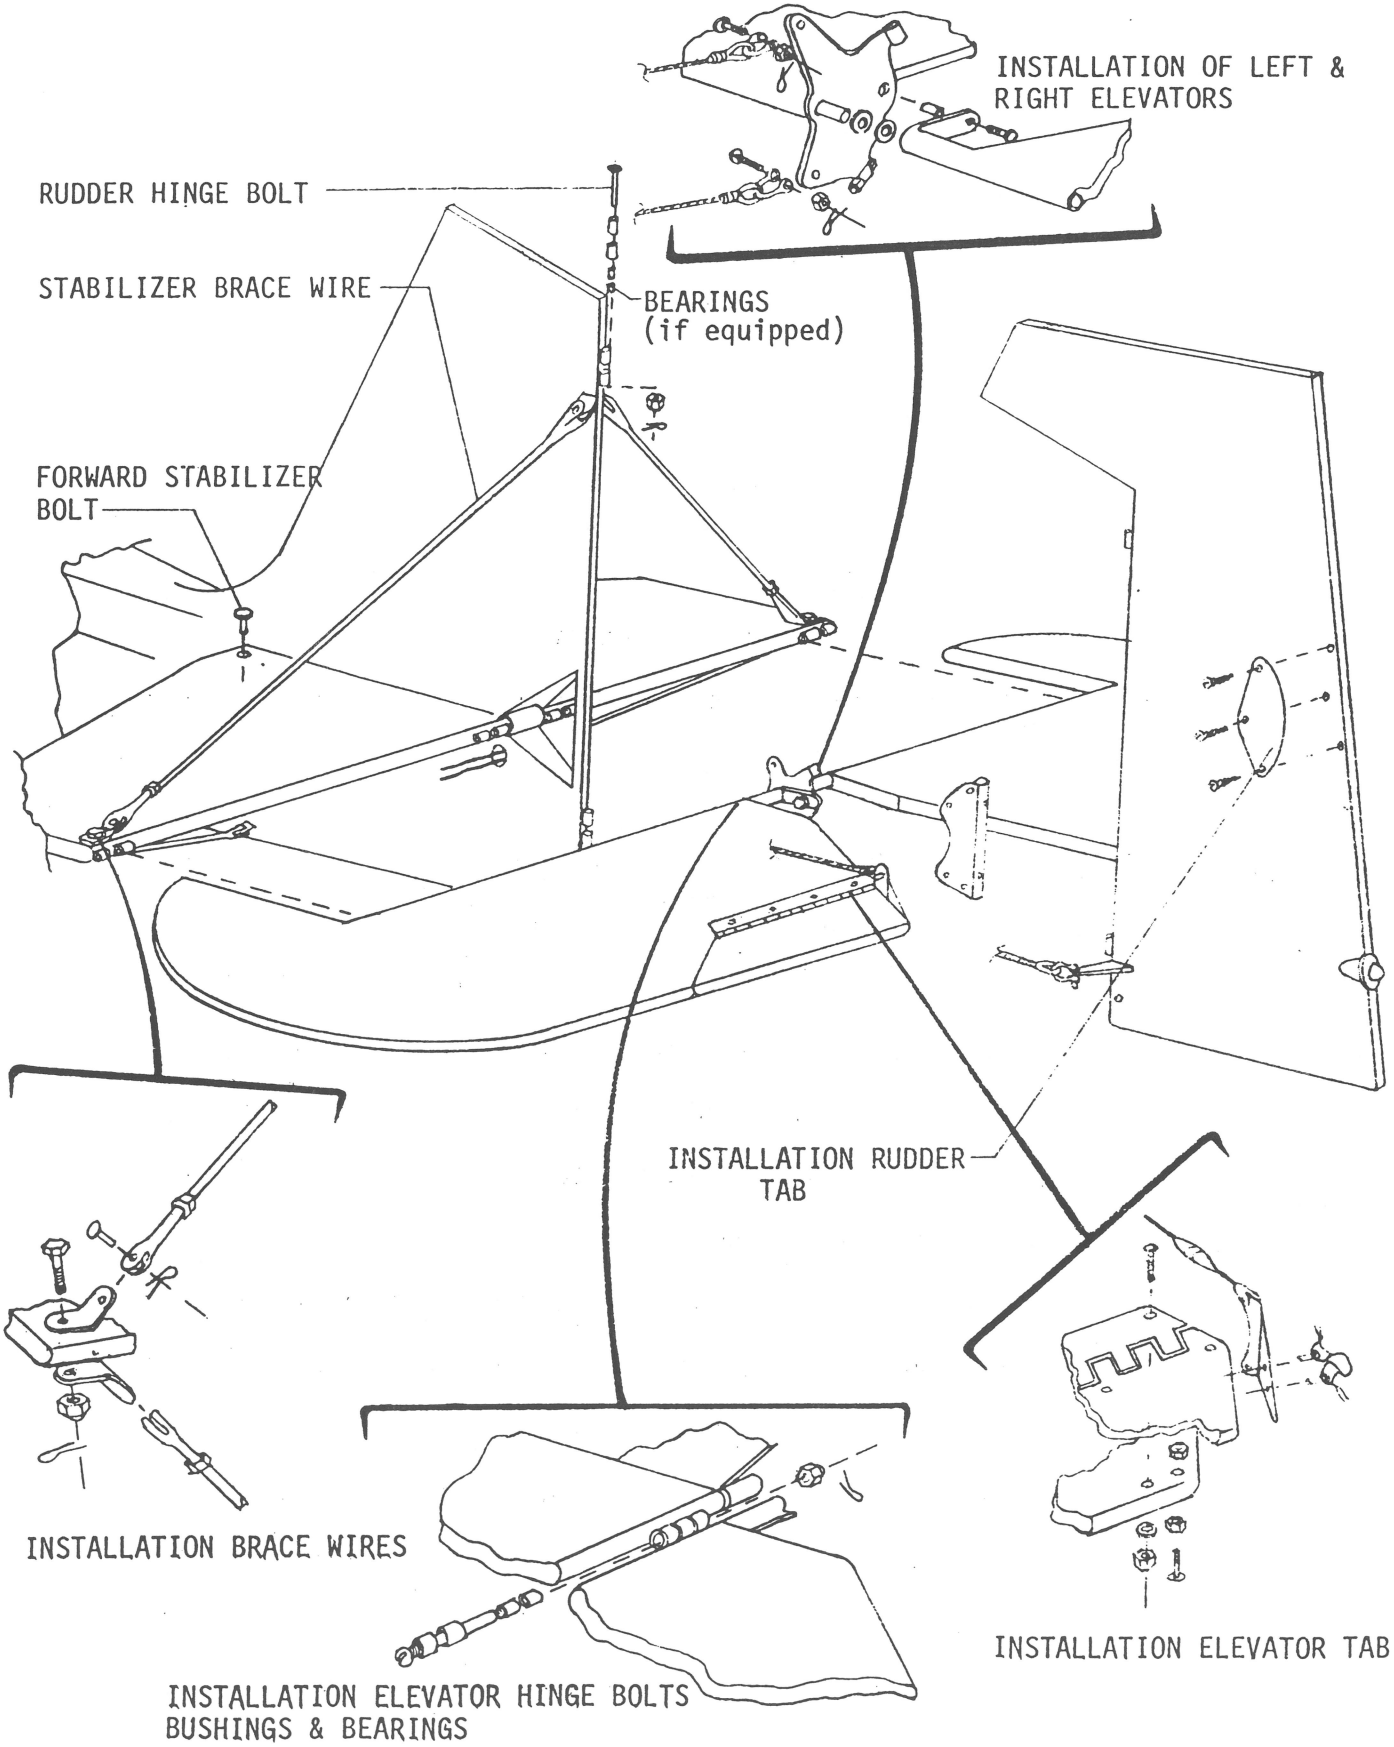

FIGURE 4-11. INSTALLATION - TAIL SURFACES
4-21. INSTALLATION OF ELEVATORS (Refer to Figure 4-11)
d. Connect left elevator arm to right elevator horn using proper hardware. (Refer to Figure 4-11)
4-22. INSTALLATION OF ELEVATOR TRIM TAB (Refer to Figure 4-11)
4-23. INSTALLATION OF RUDDER (Refer to Figure 4-11)